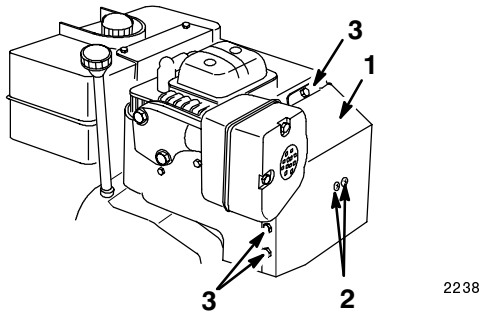

Figure 18
If you operate the engine when the air temperature is above 40°F (4°C), remove the carburetor heater box (Fig. 18). Replace the heater box when the air temperature falls below 40°F (4°C).
2. Remove two Phillips screws and three hex head screws that secure the heater box in place (Fig. 18).